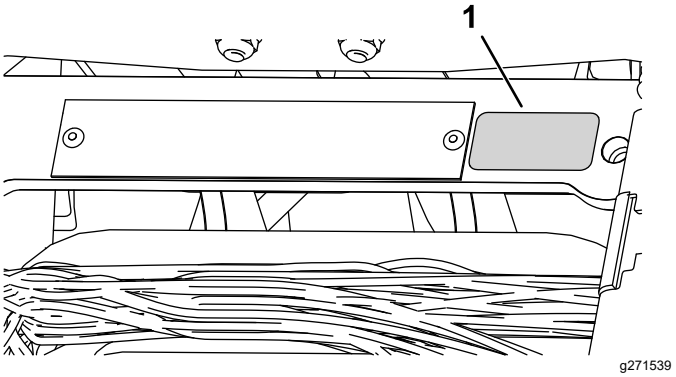

Rysunek 12
- W pobliżu tabliczki znamionowej zamocuj tabliczkę z rokiem produkcji (Rysunek 12).